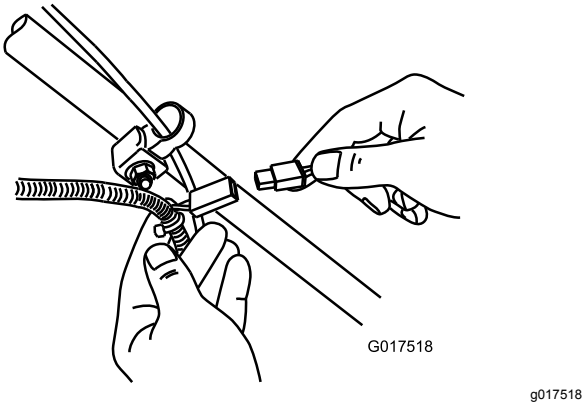

Rysunek 35
1. Podłącz ładowarkę do wiązki przewodów umieszczonej pod kluczykiem zapłonu (Rysunek 35.